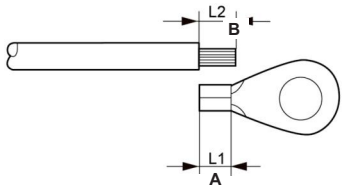

Figura 3.9 Borne externo del conductor de puesta a tierra
3. Pele el aislamiento del cable de tierra a una longitud adecuada (véase la figura 3.9).